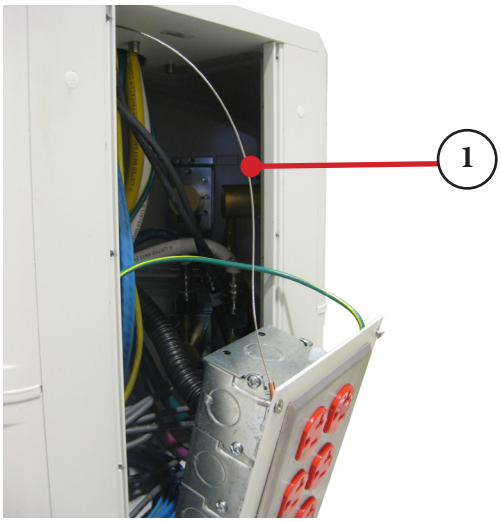

Figure 8.5 - Tether Wire Location
b. The access panel is attached to the FLEXiS System via a tether wire (Figure 8.5, Item 1) inside the system to prevent it from falling when removed. Ensure the panel rests on the tether when it is removed and not on the medical gas hoses.